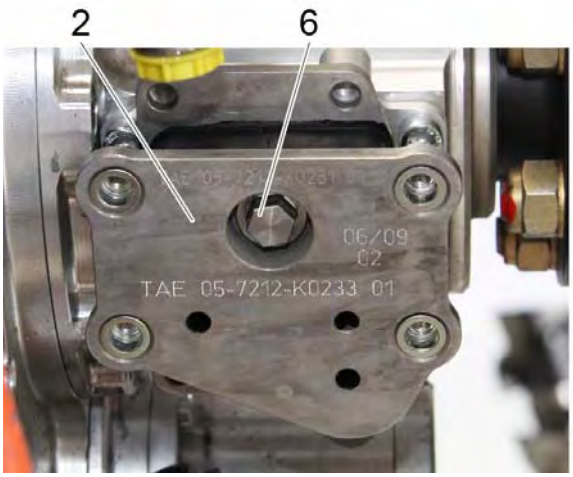

Bild 13
7. Die Sechskantschraube (item 6) mit Loctite 243 versehen.
8. Den Vibration-Isolator (item 2) mit Hilfe der Sechskantschraube (item 6) auf die Adapterplatte (item 1) montieren. Siehe Bild 13.